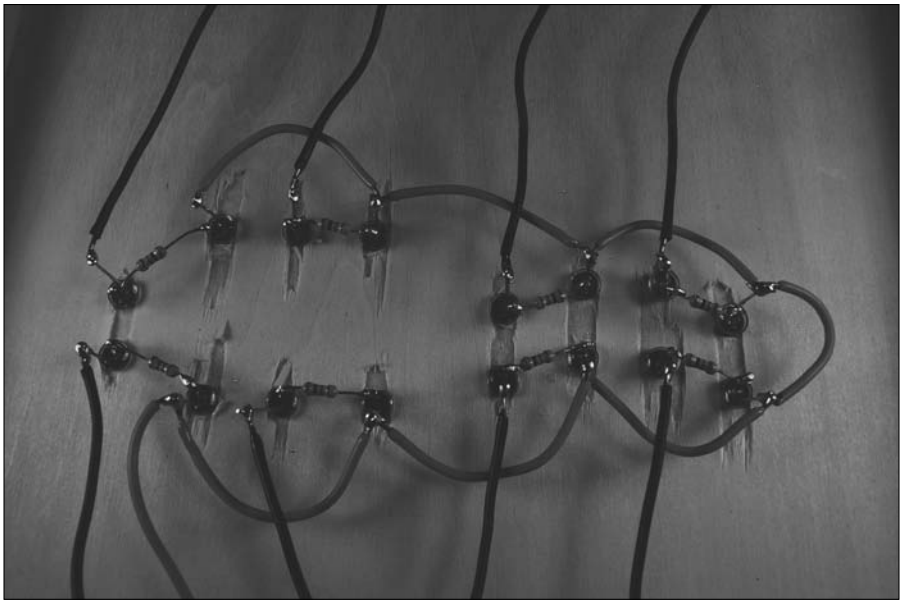

Figure 5-19: Black wires to connect each pair of LEDs to terminal blocks.
11. **Connect and solder a 12" 20 gauge black wire to the remaining short LED lead on each pair of LEDs, as shown in Figure 5-19.**